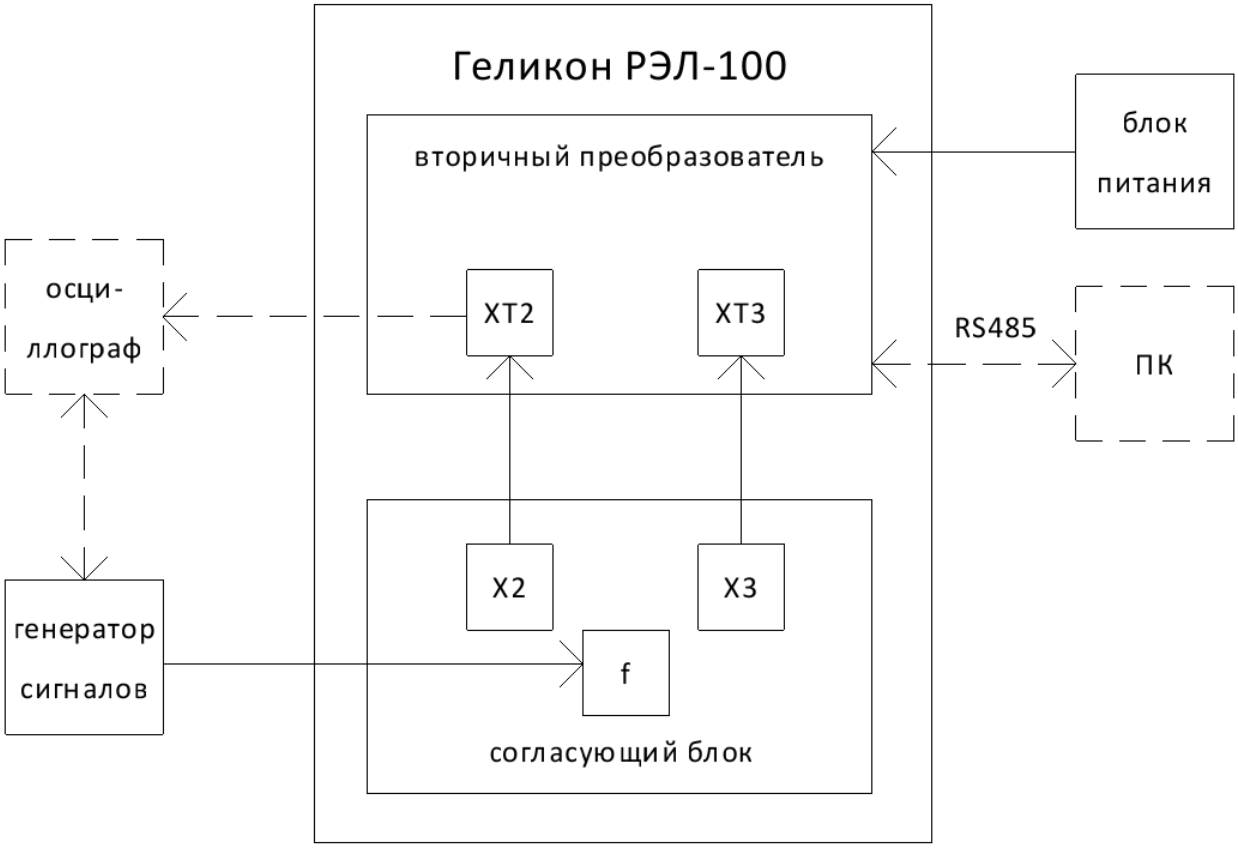

Рис. 3.1. Структурная схема имитационной поверки.
-подключение согласующего блока к ВП и средств поверки в соответствии с Рис. 3.1;